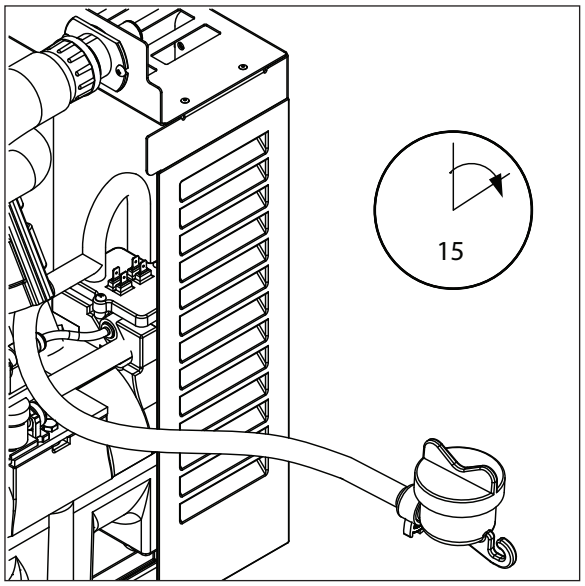

Fig. 7
7. Disconnect coupling as shown (Fig. 7).